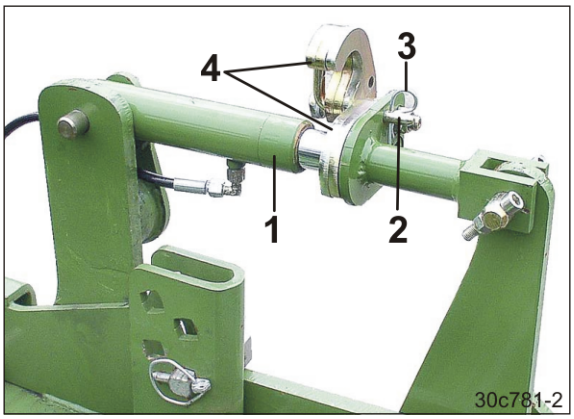

Fig. 165
2. Monter hydraulikcylindrene (Fig. 165/1) med tryk (se henvisning*).
3. Træk bolten (Fig. 165/2) ud.
4. Die Anschläge (Fig. 165/4) entsprechend der gewünschten Arbeitstiefe einstellen (siehe Kap. „Hydraulisk indstilling af rotorgrubberens arbejdsdybde (ekstraudstyr)“, på side 85).
5. Den Bolzen (Fig. 165/2) einstecken und mit dem Federstecker (Fig. 165/3) sichern.